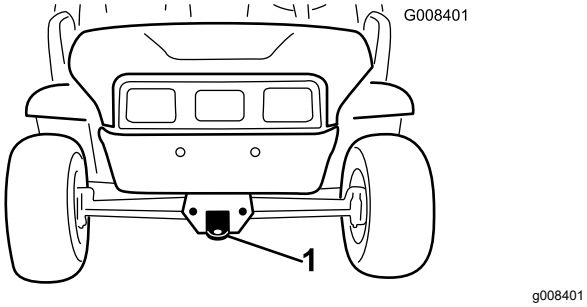
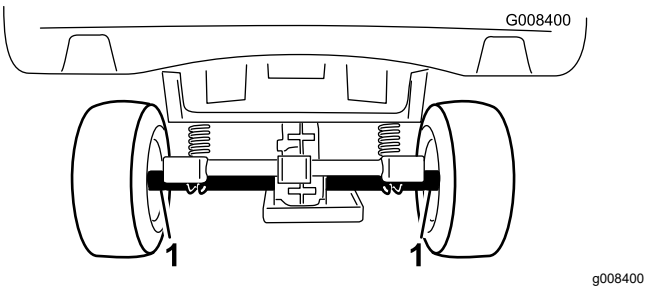

Figura 18
Figura 19
Utilice un remolque para mover la máquina a gran distancia. Asegúrese de sujetar la máquina al remolque. Consulte en Figura 18 y Figura 19 la ubicación de los puntos de amarre de la máquina.
2. Conecte un cable de remolque al punto de remolque, en la parte delantera del bastidor de la máquina (Figura 18).